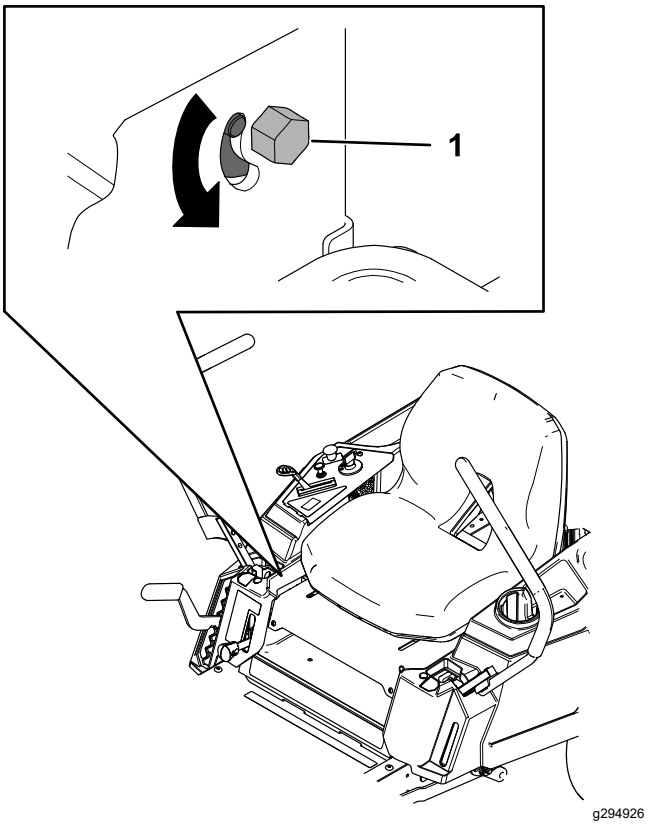

Figura 46
3. Localice el perno de ajuste de la dirección cerca de la palanca de control de movimiento del lado que debe ajustarse (Figura 46).